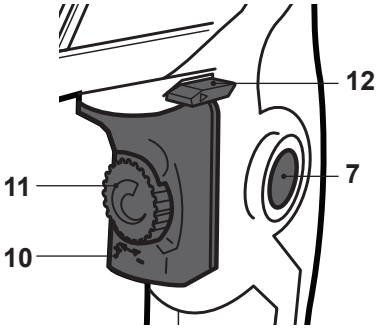

Fig. 9
> Encienda el producto presionando el interruptor de Encendido/Apagado (10) (Fig. 9).
> Apague el producto soltando el interruptor de Encendido/Apagado (10) (Fig. 9).
>Encienda el producto presionando el interruptor de Encendido/Apagado (10) y manténgalo presionado (Fig. 9).
> Presione el botón de bloqueo (7) para bloquear el interruptor de Encendido/Apagado (10) (Fig. 9).